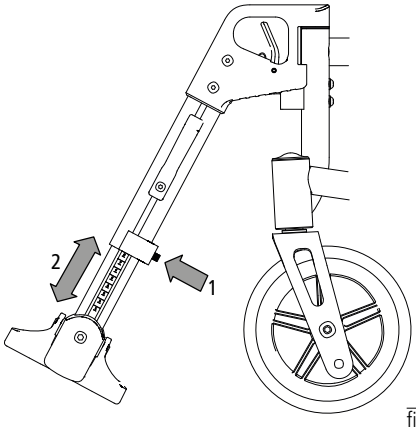

fig. 34
1. Per regolare allentare la vite sul retro del sostegno per la gamba (1, fig. 34) fino a che non si potrà agire sulla parte telescopica inferiore.
2. Posizionare il poggiapiedi nel modo più comodo per l'utilizzatore (2, fig. 34) e serrare nuovamente la connessione a vite. Per regolare uniformemente l'altezza su ambo i lati con maggiore facilità, sulla parte esterna sono stati collocati degli indici.